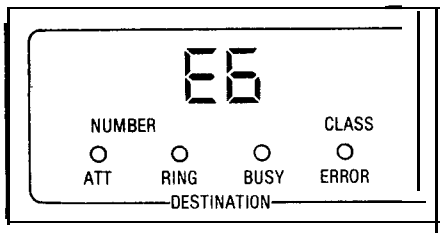

Fig. 242.2 Typical Error Code Display
2. After digit entries are made (e.g. Step (4)), the bell may ring and an error code may appear in the DESTINATION display when the key in the next sequence is pressed. In this event refer to Tables 242-I or 242-2, and repeat the sequence, i.e. the relevant function key and its digit entries, in order to correct the previous entry. Fig. 242-2 shows a typical error code entry.
Error E3 (Table 242-l) may occur after a subsequent key operation. See Note 2 and Fig. 242-2
Error EI (Table 242-I) may occur after a subsequent key operation. See Note 2 and Fig. 242-2.
Error EI (Table 242-1), or Error E5 (Table 242-2) may occur after Step [10]. See Note 2 and Fig. 242-2
Error E5 (Table 242-3) may occur after Step (13). See Note 2 and Fig. 242-2